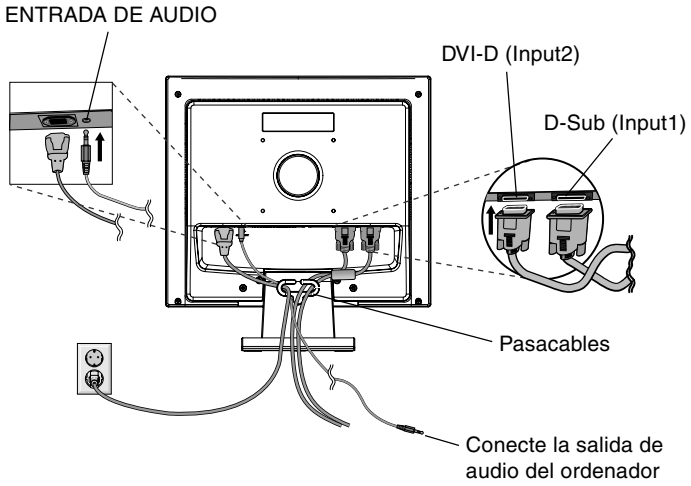
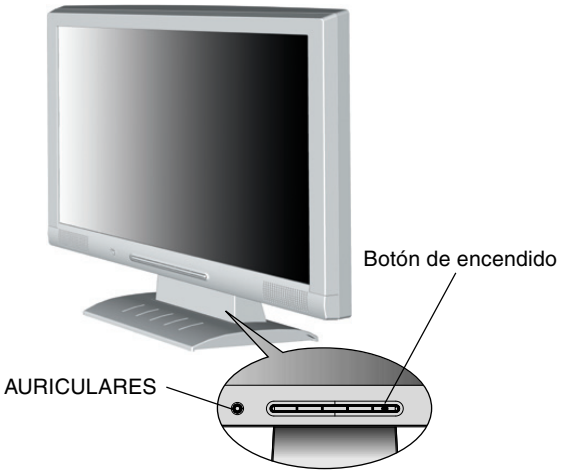

Figura B.1
Figura C.1
2. **Para PC o MAC con salida digital DVI:** conecte el cable de señal DVI-D (sólo se incluye con LCD92XM) al conector de la tarjeta de visualización de su sistema (**figura B.1**). Apriete todos los tornillos.
3. Conecte el mini D-SUB de 15 clavijas del cable de señal de vídeo y el cable de audio al conector adecuado en la parte posterior del monitor (**figura B.1**). Conecte los auriculares (no incluidos) al conector apropiado de la parte delantera del monitor (**figura C.1**).
4. Conecte un extremo del cable de alimentación al monitor y el otro a la toma de corriente. Introduzca el cable de señal de vídeo y el de alimentación en el pasacables (**figura B.1**).
5. Encienda el monitor y el ordenador con el botón de encendido (**figura C.1**).